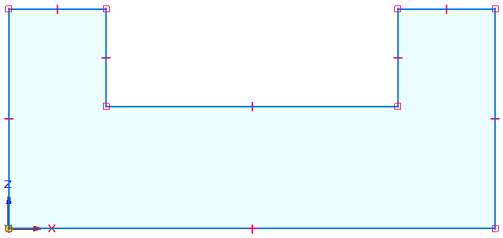

Figure 2-45 *Sketch after drawing the lines*
16. Choose the **Select** tool from the **Select** group of the **Home** tab to exit the **Line** tool. On doing so, the profile gets shaded indicating that it is a closed region. The sketch after drawing the lines is shown in Figure 2-45.